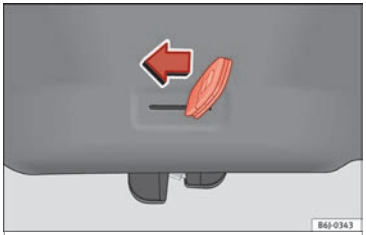
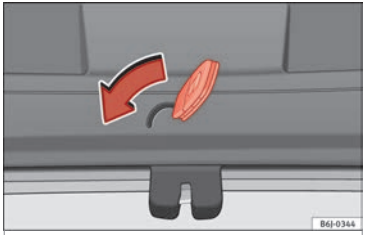

Fig. 167 IBIZA/IBIZA SC: Unlocking the rear lid manually.
Fig. 168 IBIZA ST: Unlocking the rear lid manually.
– Insert the key in the groove and unlock the locking system, turning the key from right to left, as shown by the arrow ››› Fig. 167, ››› Fig. 168.